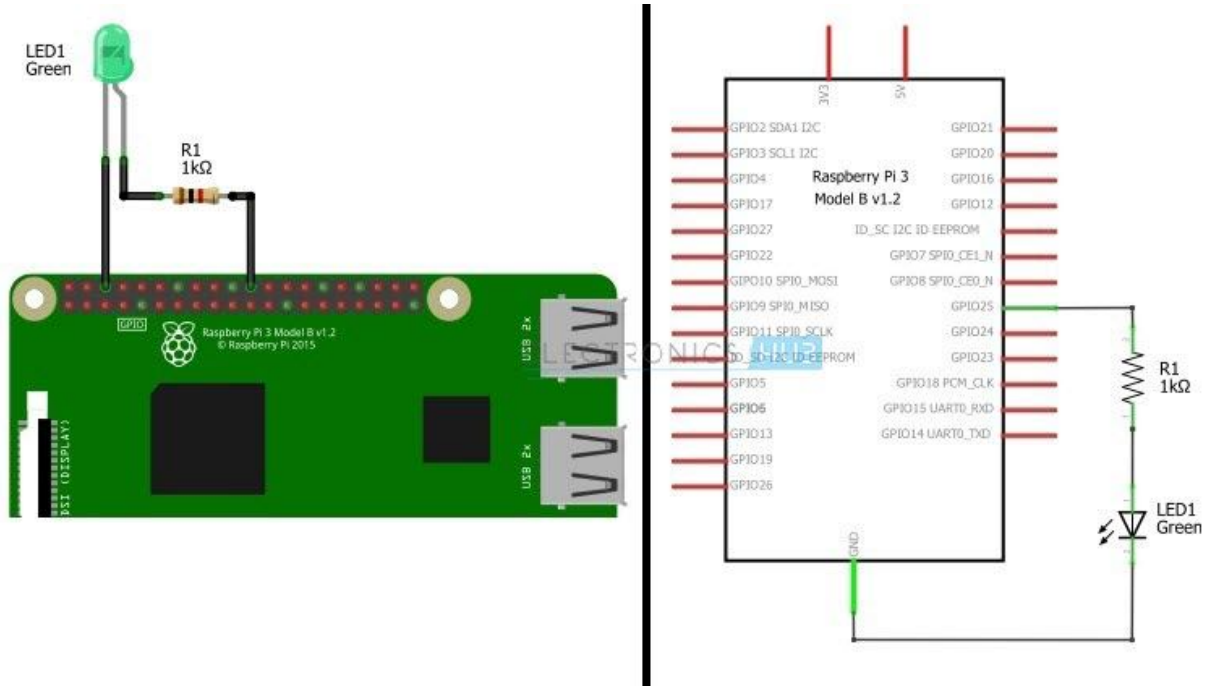

Fig. 1
- Connect the LED & Resistor as shown in the Fig.1